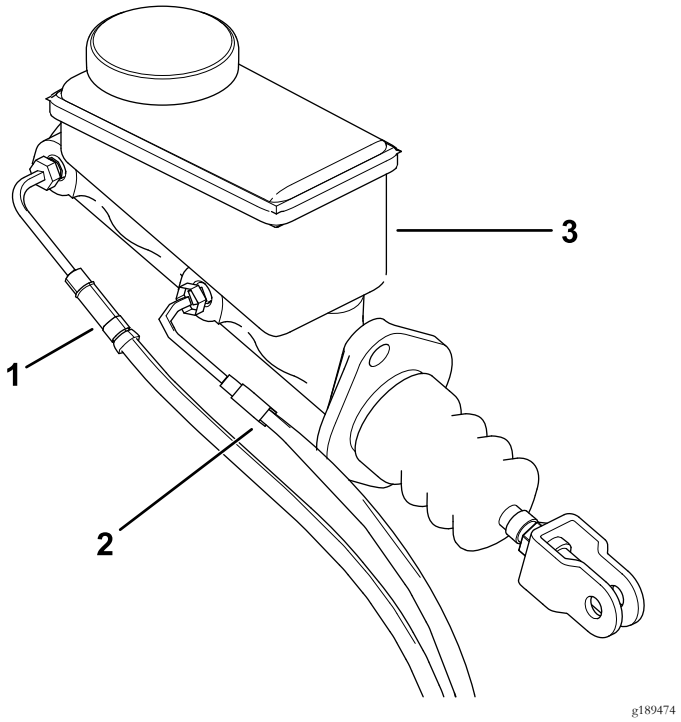

Figur 5
5. Fjern den fremre og den bakre bremseslangen fra hovedsylinderen (Figur 5).
3. Monter den fremre og den bakre bremseslangen til hovedsylinderen (Figur 5).